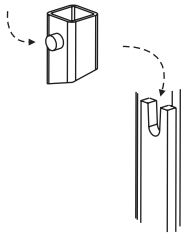

Figure 17-4
10. Attach platform by placing platform's upright pins into u-shaped bracket on tower. *[Figure 17-4]*